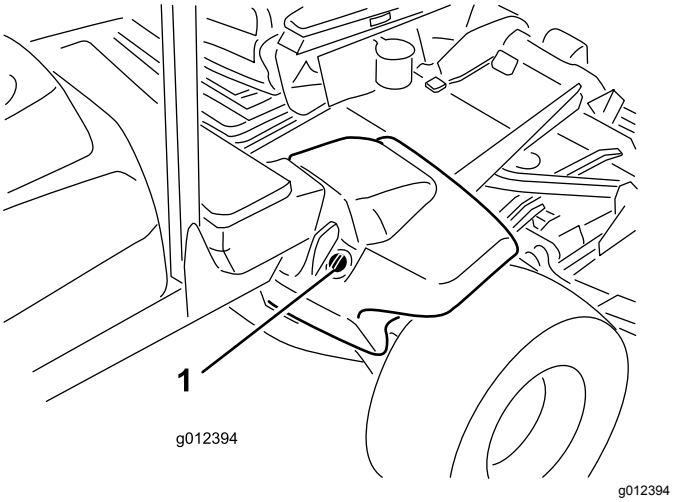

Rysunek 18
2. Oczyść okolicę szyjki wlewu i korka zbiornika hydraulicznego (Rysunek 18). Odkręć korek z szyjki wlewu.